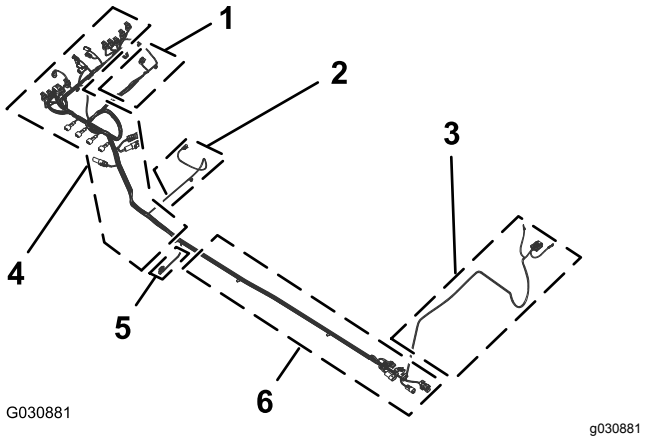

Figur 110
1. Leta rätt på det nya elkablagets 165 cm och 203 cm långa delar (Figur 110).